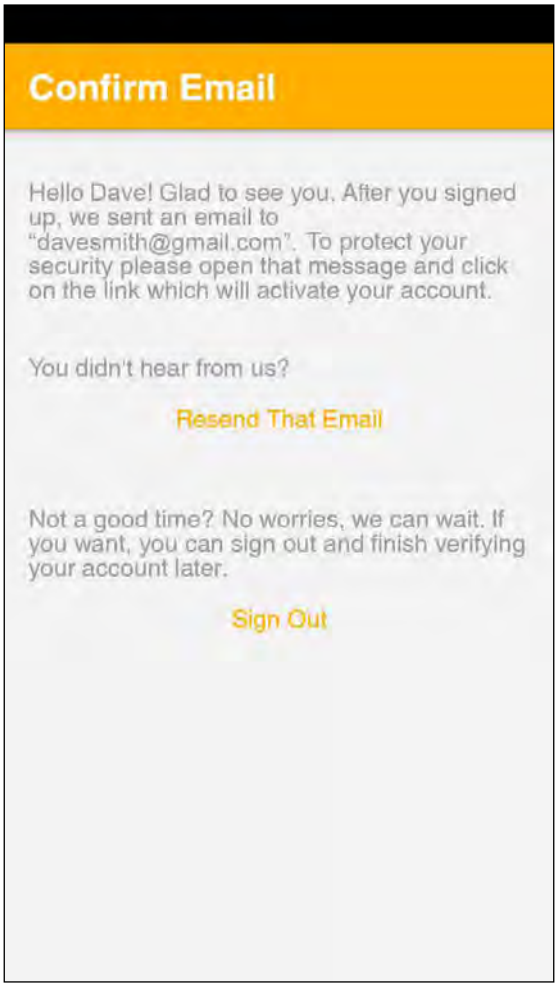

Figure 5
4. **Confirmation:** To protect the consumer's security, an email will be sent to the consumer to confirm and activate the user account. The email message will include a link that will activate the account. See Figure 5.